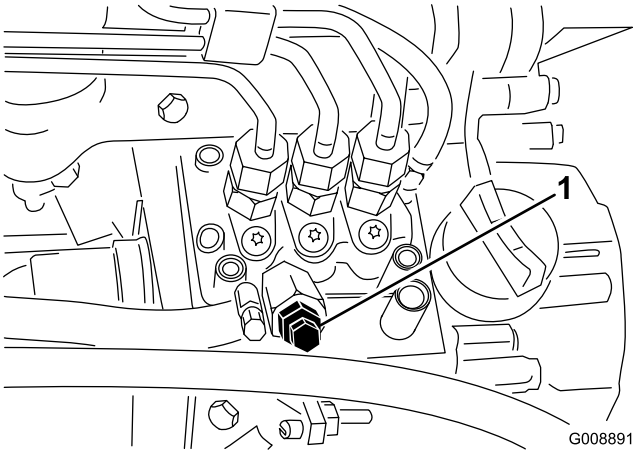

**Figur 26**
3. Öppna avluftarskruven på insprutningspumpen (Figur 26).